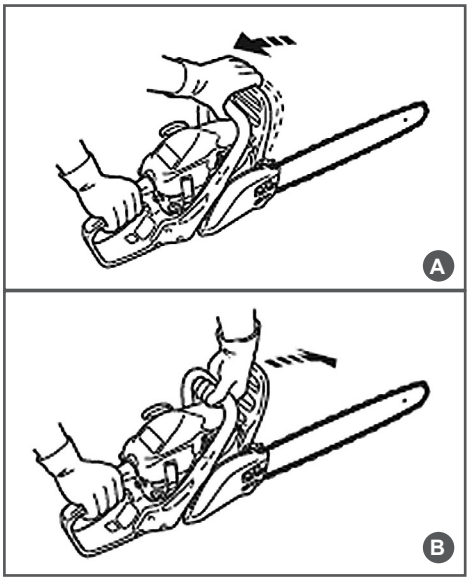

Рис. 7 Проверка механического тормоза цепи
Тормоз цепи выключен (цепь может вращаться), когда ручка тормоза взведена (Рис. 7А).
Тормоз цепи включен (цепь не имеет возможности вращаться), когда ручка тормоза находится в отжатом положении (Рис. 7В).
3. Используя тормоз цепи, переместить левое запястье от себя и нажать им на ручку тормоза, не отпуская рукой переднюю рукоятку бензопилы (Рис. 7В).
6. Взведите ручку тормоза (Рис. 7А).